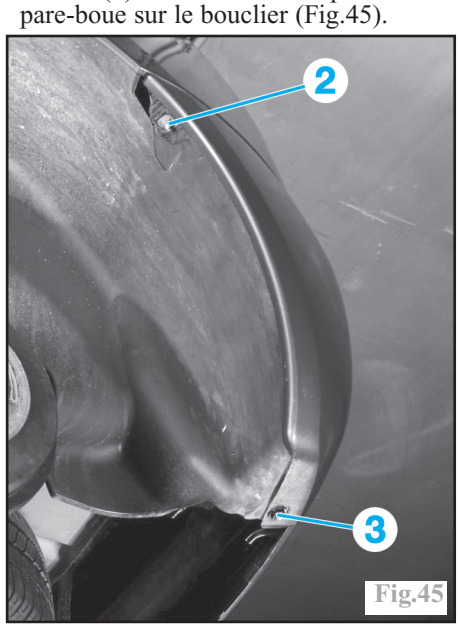

Fig.45
-l'écrou (2) de la fixation supérieure du pare-boue sur le bouclier (Fig.45).